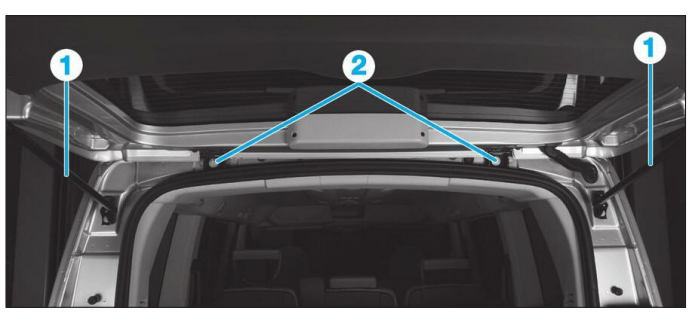

**Fig. 105**
- Dégrafer les vérins pneumatiques (1) **(Fig.105)**.
- Déposer les vis (2).